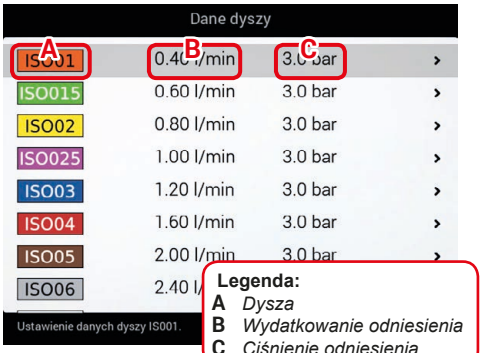

Rys. 85
- Wybrać dyszę do ustawienia (Rys. 85).